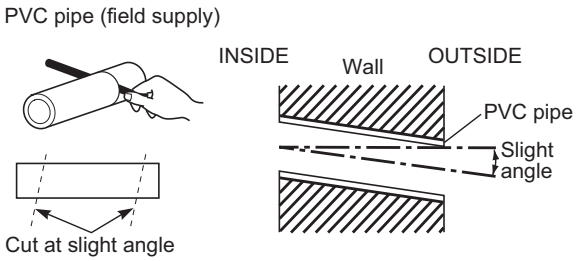

Fig. 2-89
(9) Measure the thickness of the wall from the inside to the outside and cut PVC pipe at a slight angle to fit. Insert the PVC pipe in the wall. (Fig. 2-89)